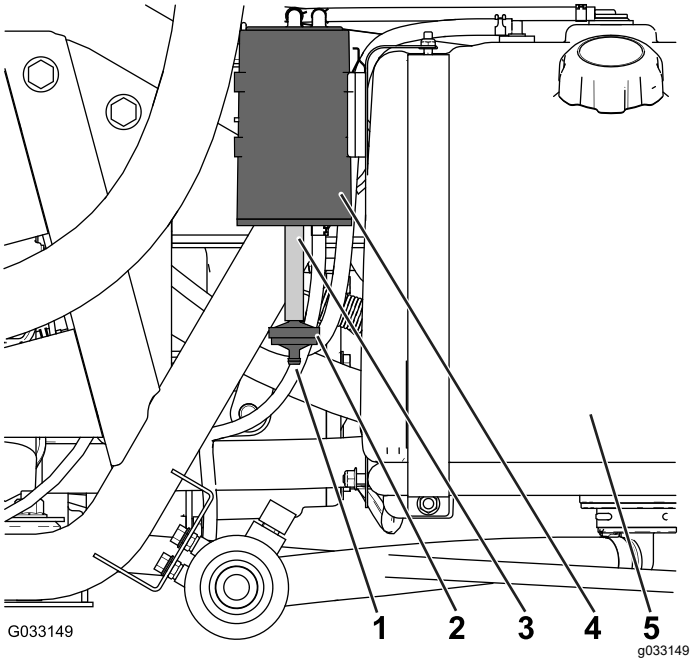

Figuur 48
Inspecteer de opening onderaan het luchtfilter voor de koolstofhouder en zorg ervoor dat deze vrij is van vuil en verstopping (Figuur 48).
1. Verwijder de geribde aansluiting van het koolstofhouderfilter van de slang onderaan de koolstofhouder. Verwijder het filter (Figuur 48).